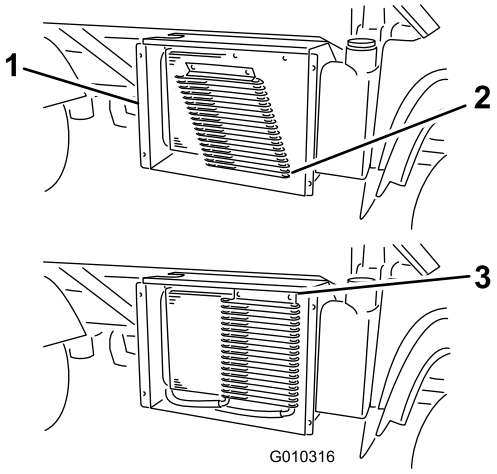

**Figur 59**
3. Vrid på spärrhakarna (i tillämpliga fall) och vrid bort oljekylaren från kylaren (Figur 59).